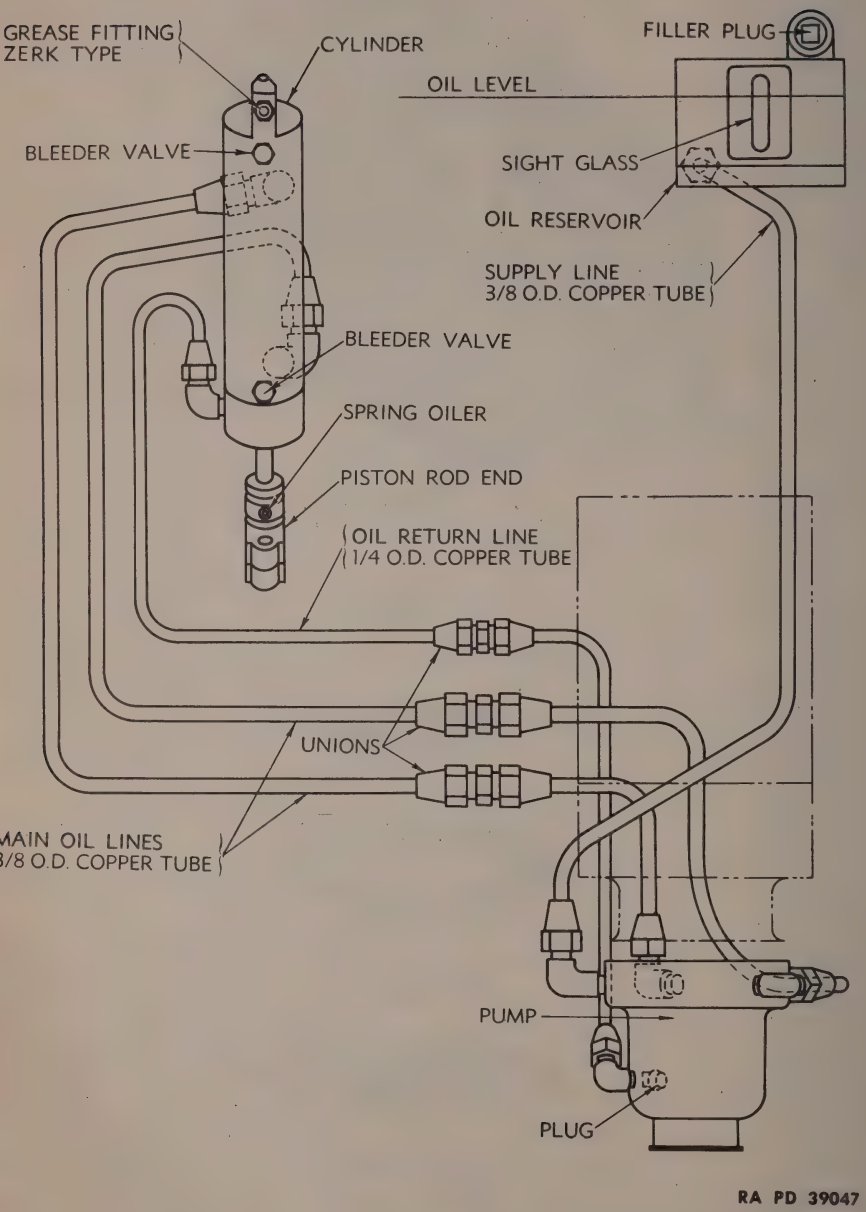

Figure 151—Stabilizer Piping Diagram
(1) Turn turret switch to "OFF" position.
(2) Disconnect the defective oil line (3/4-in. or 7/8-in. open-end wrench) and catch oil drainage from the affected part of the system. Replace damaged lines completely (fig. 151).